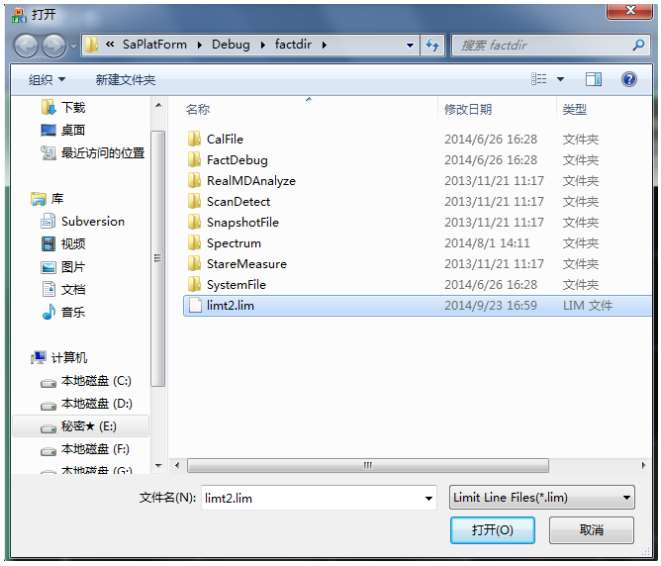

图 4.86 调用限定线窗口
- 按下[调用限定线...]软菜单 ，弹出文件打开对话框，选择文件名后缀为.lim的限定线文件，点击打开，将文件中的限定线数据映射到当前限定线中，如图 4.86 所示。